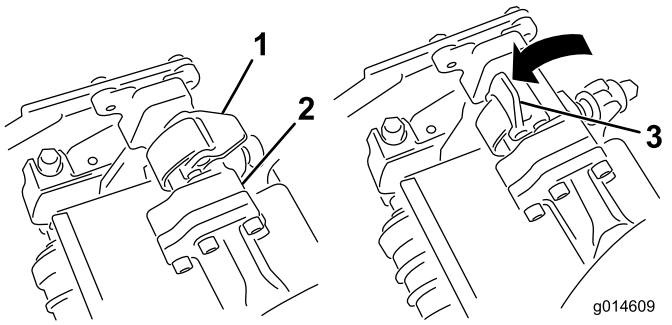
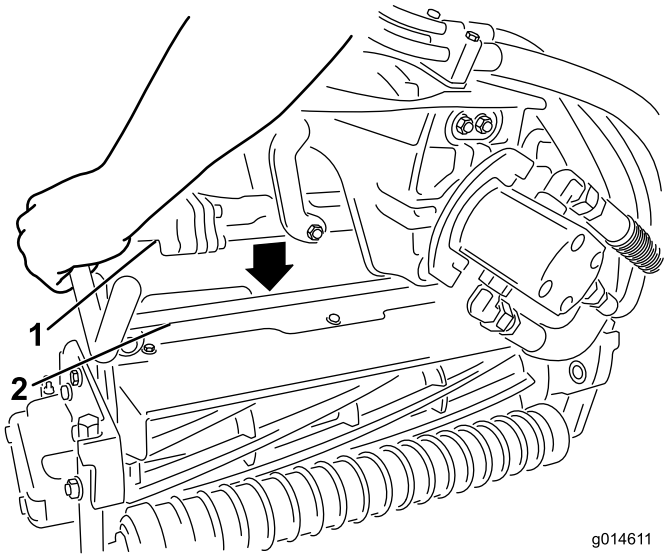

**Figuur 33**
**Figuur 34**
4. Zorg ervoor dat de vergrendelingen op de ophangarm omhoog wijzen (dus open staan) (Figuur 33), druk de ophangarm omlaag zodat de stang ervan over de stang aan de bovenkant van het maaidek valt (Figuur 34).
5. Sluit de vergrendelingen rond de stang van het maaidek en vergrendel ze (Figuur 33).
5. Open de vergrendelingen op de stang van de ophangarm van het maaidek dat u wilt verwijderen (Figuur 33).